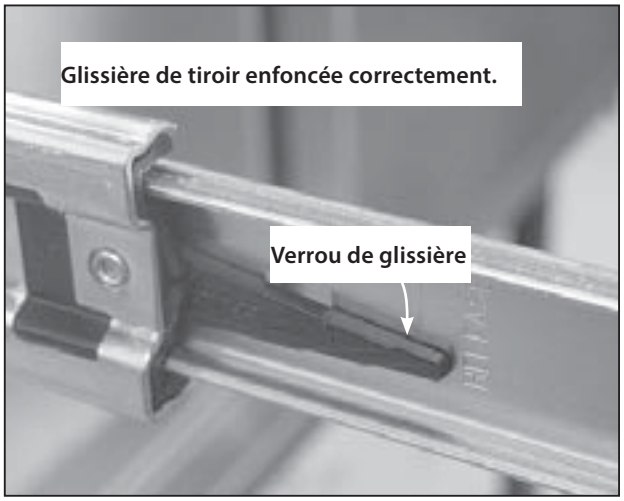

Fig. 11
2. Tout en gardant le tiroir parallèle à l'armoire, alignez soigneusement puis enfoncez les extrémités des glissières. Glissez le tiroir de 2,5 cm (1 po) environ de sorte que les glissières puissent soutenir l'arrière du tiroir (Fig. 11).